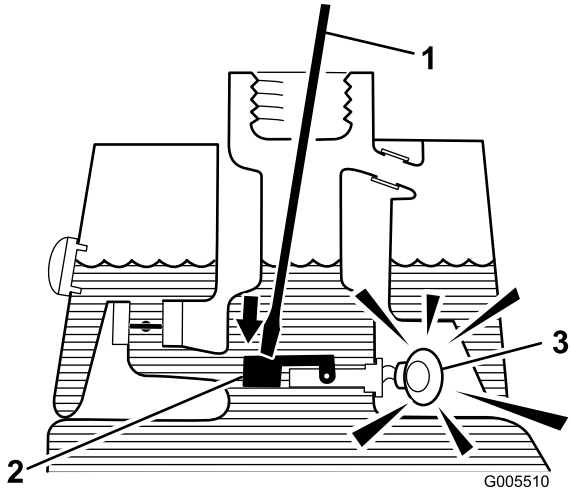

Figur 26
3. För in en ren pinne eller skruvmejsel i tankröret och tryck försiktigt nedåt på flottörströmbrytaren (Figur 26). Larmet ska ljuda efter tidsfördröjningen på en sekund.